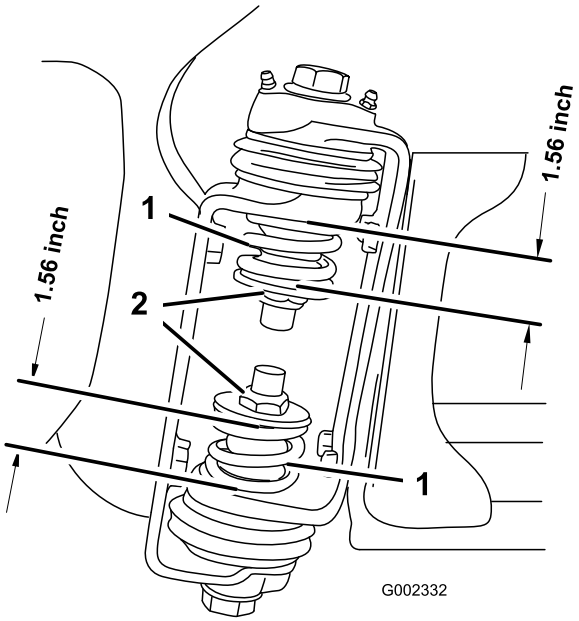

Figur 3
3. Mål sammentrykningen af den øverste og nederste fjeder ved bomhængslet, mens bommene er i forlænget position (Figur 3).